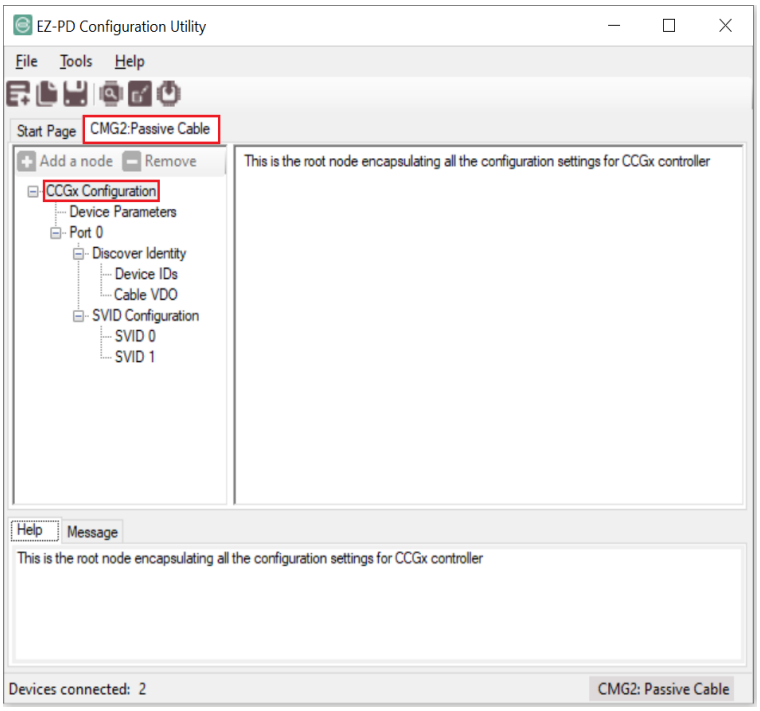

**Figure 23 Creating New CMG2 Passive Cable Project in the EZ-PD Configuration Utility**
4. The new project is created and displayed in a tree under CCGx Configuration in the left-hand panel as shown in Figure 23. A new tab **CMG2: Passive Cable** opens in the right-hand panel of the main window of the EZ-PD™ Configuration Utility. The project title is also highlighted in the bottom right-hand side of the EZ-PD™ Configuration Utility window.